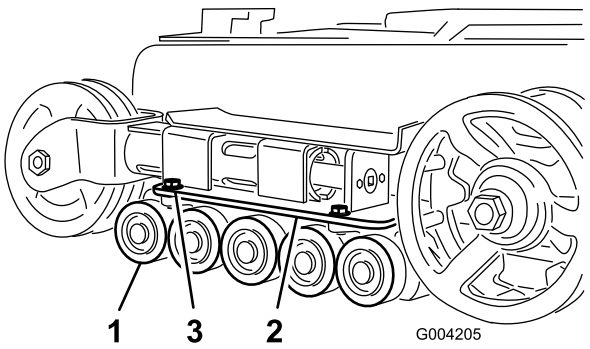

Figuur 43
2. Draai de 4 bouten los waarmee de onderste rupsbandgeleider met de wegwielen is bevestigd en verwijder de schroeven (Figuur 43).